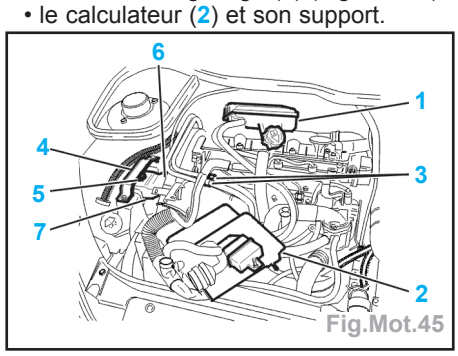
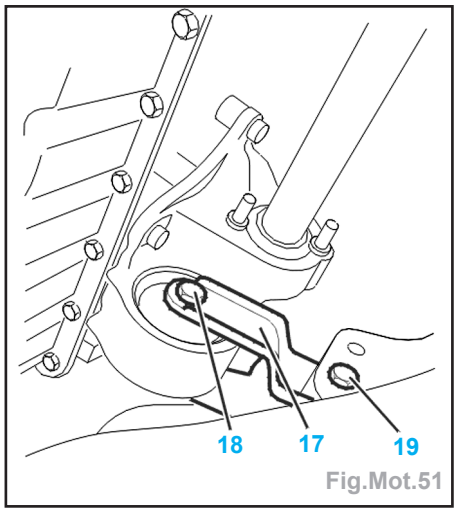

Fig.Mot.45
Fig.Mot.51
- la boîte de dégazage (1) (Fig.Mot.45),
- le calculateur (2) et son support.
- les 3 vis (15) : serrage à 4,5 daN.m,
- l'écrou (16) : serrage à 4,5 daN.m,
- les éléments (6) du carter de distribution (Fig.Mot.45),
- la butée (5) : serrage à 3,2 daN.m,
- le pontet (4) : serrage à 2,15 daN.m.
- Reposer la biellette anti-couple (17) (Fig.Mot.51).
- la vis (18) à 5 daN.m,
- la vis (19) à 3,5 daN.m.